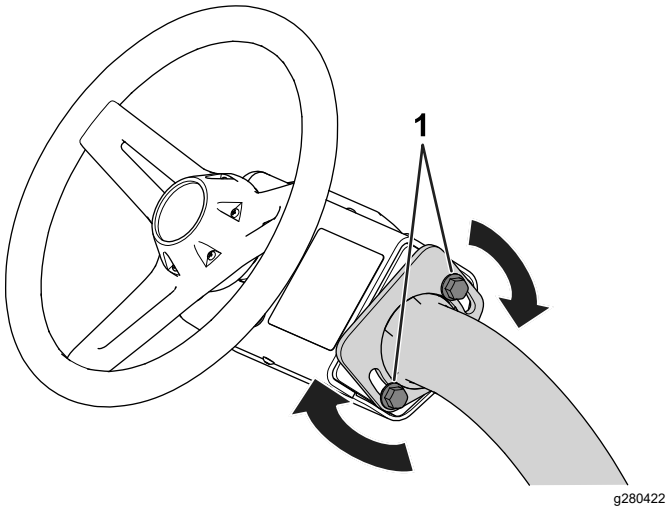

Bild 32
1. Lösen Sie die Schrauben (Bild 32), mit welchen die Lenkradbaugruppe am Lenkarm befestigt ist.
3. Ziehen Sie die Schrauben (Bild 32) an, um das Lenkrad in der eingestellten Position zu fixieren.